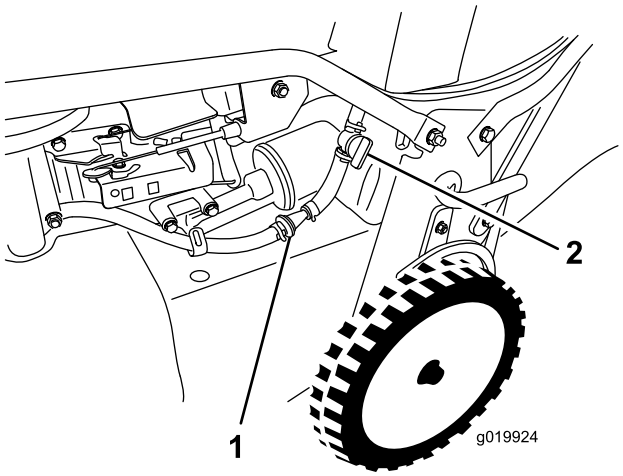

Figura 27
3. Cierre la válvula de cierre de combustible (Figura 27).
4. Retire el filtro de combustible (Figura 27) del tubo de combustible aflojando las abrazaderas de cada lado del filtro de combustible.